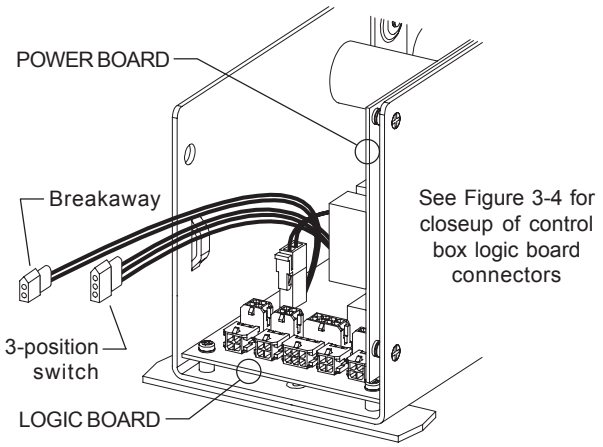
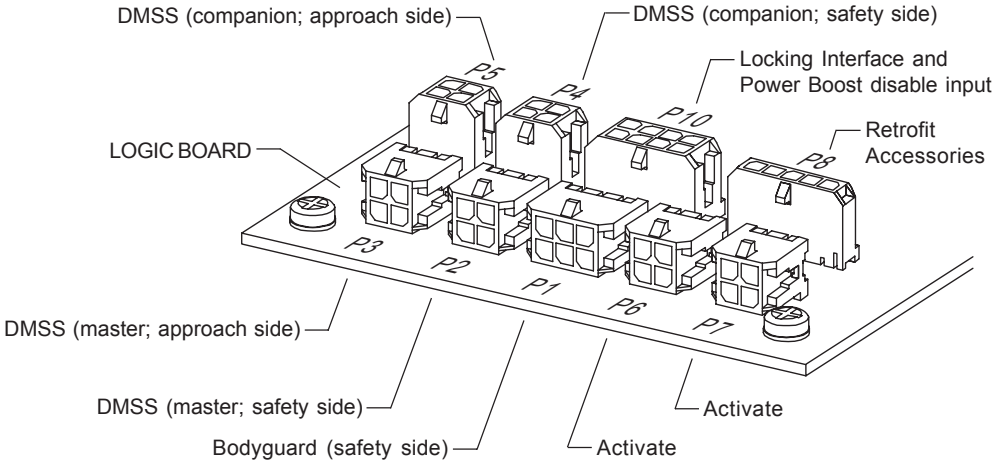

**Figure 3-3.** Control box logic board connectors.
**Figure 3-4.** Closeup of control box logic board connectors.
- See Figure 3-2, Figure 3-3, and Figure 3-4 for names and locations of control box connectors.